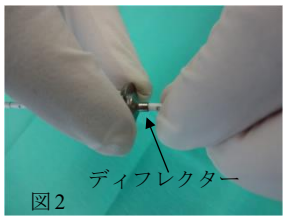

図2
(5) ディフレクター付脳室カテーテルを使用することにより、脳室内へ挿入する脳室カテーテルの有効長をディフレクターで調整し、90°に屈曲させて固定することが出来る。有効長の調整は、片手でディフレクターを摘み、もう一方の手でディフレクター近傍を摘んでからディフレクターを移動して行う（図2）。